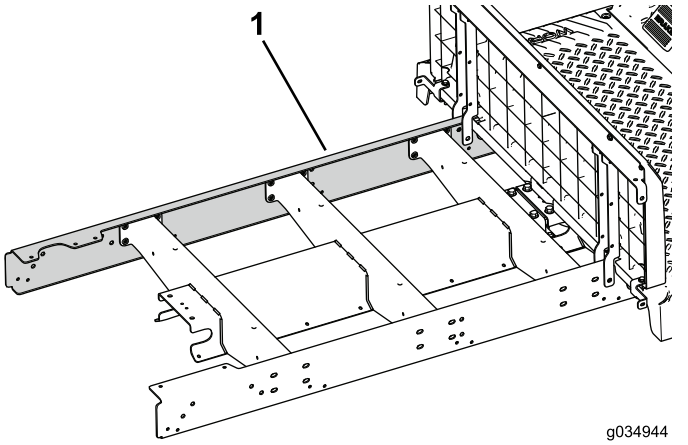

Figura 25
5. Instale sem apertar a calha de extensão no lado esquerdo da máquina (Figura 25).